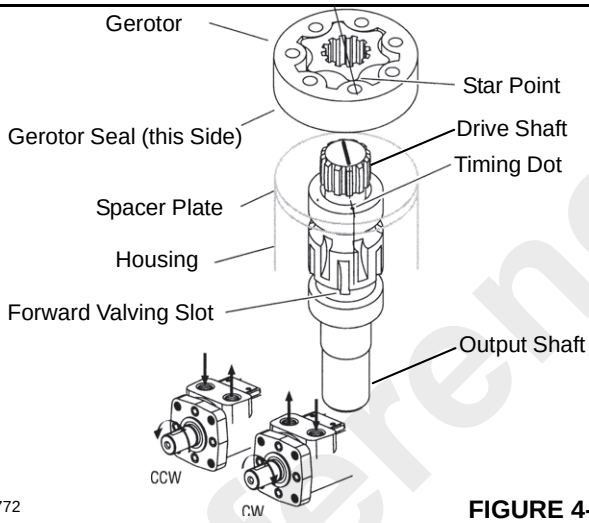

FIGURE 4-66
15. Install drive shaft (14, Figure 4-58). Use a felt tip pen to mark one drive tooth. Align this mark with the timing dot on the output shaft (Figure 4-66).
16. Install spacer plate (15).
17. Install seal (13) in gerotor seal groove. Carefully place gerotor on spacer plate, seal side toward the spacer plate. Align any star point with tooth marked on drive shaft (Figure 4-66).